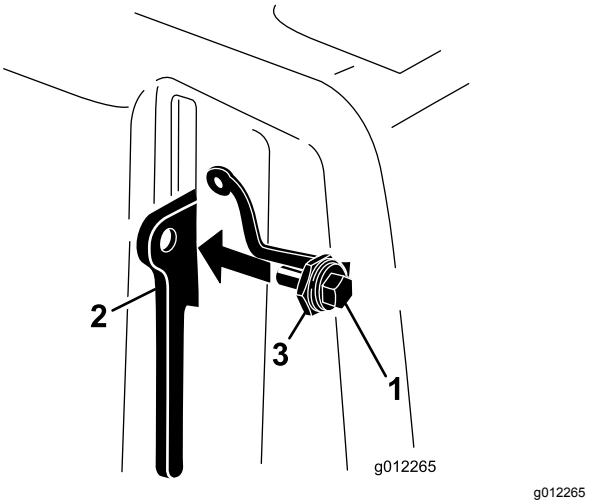

Figur 10
3. Skruva i skruven i låsspärren (Figur 10).